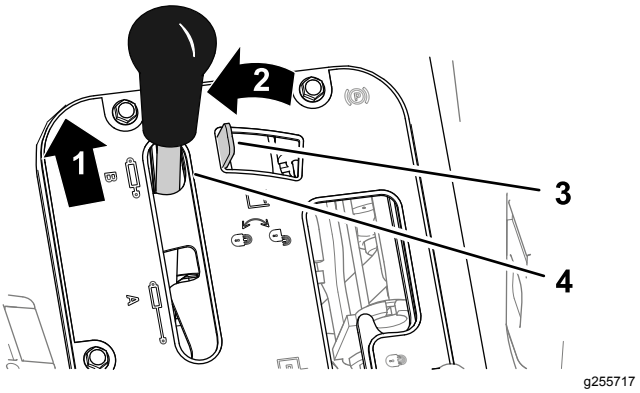
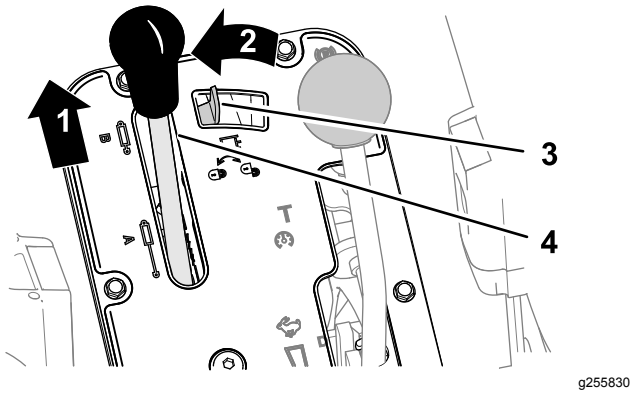

Figur 90
Figur 91
1. Skjut den hydrauliska lyftspaken framåt (Figur 90 eller Figur 91).
2. För det hydrauliska lyftlåset åt vänster för att koppla in låset (Figur 90 eller Figur 91).